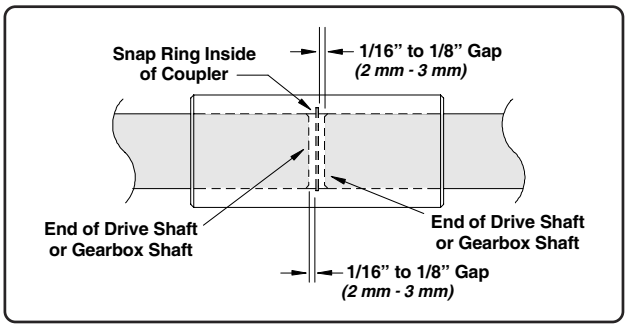

Fig. 20
4. When the drive shafts have been connected, there should be an 1/16" to 1/8" *(2 mm to 3 mm)* space in between the end of the shafts and the snap ring that is inside the coupler. If necessary, loosen the bearing locking collars on the drive shafts and position accordingly (See Fig. 20).